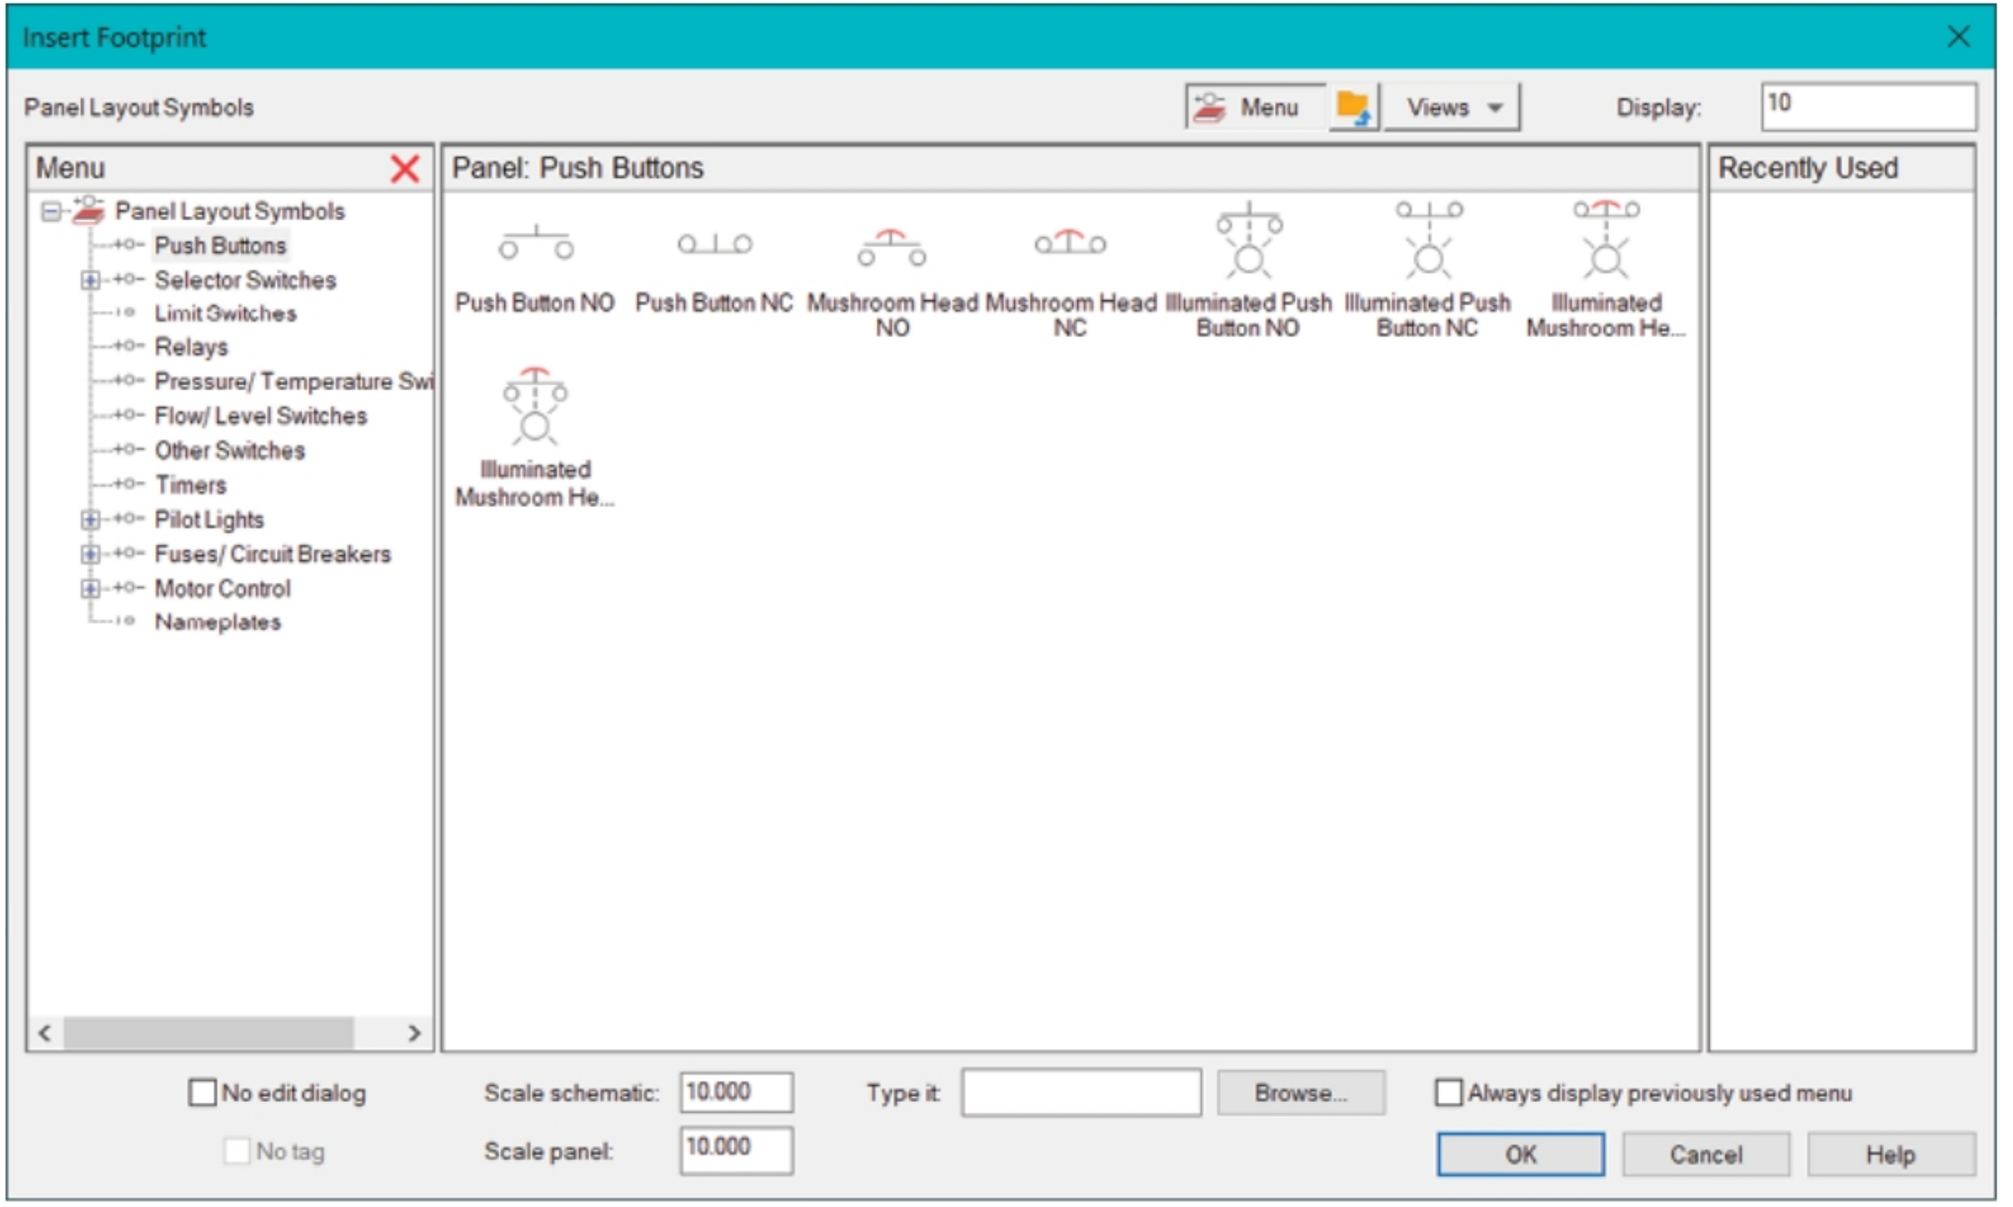

Figure-6. Insert Footprint dialog box with Push Buttons
- Click on desired category (Push Buttons in our case). The symbols related to the selected category will be displayed; refer to Figure-6.